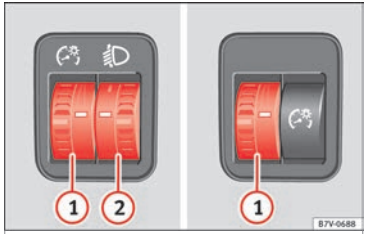

Fig. 140 Next to the steering wheel: instrument and switch lighting control (1) and headlight range control (2)
① Instrument and switch lighting
When the headlights are switched on, the brightness of the instruments and switch lighting can be regulated by turning the switch ››› Fig. 140 ①.
② Headlight range control
The headlight range control ››› Fig. 140 ② is modified according to the value of the headlight beam and the vehicle load status. This offers the driver optimum visibility and the headlights do not dazzle oncoming drivers ››› ⚠.
To reset, turn switch ››› Fig. 140 ②: